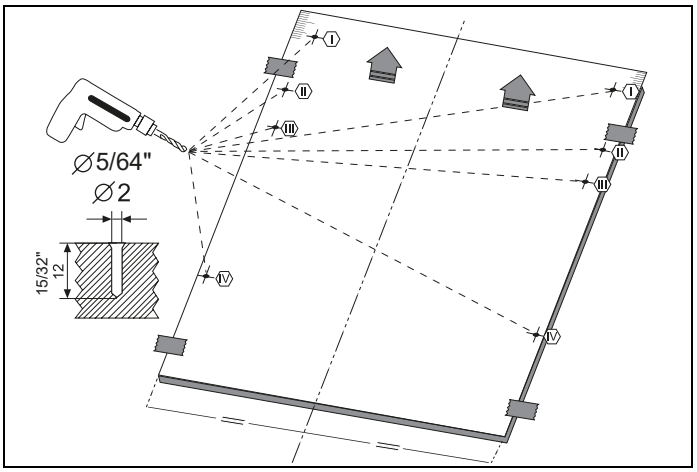

Fig. 24
3) Como se muestra en Fig. 24 , el orificio para los tornillos se abre hacia la puerta exterior desde los puntos marcados en el plano de instalación. Diámetro de la broca: 5/64″ (2 mm) Profundidad de la broca: 15/32″ (12 mm)